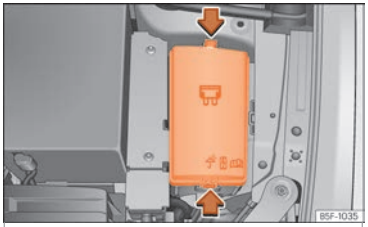

Fig. 104 Nel vano motore: coperchio della scatola dei fusibili.
- Premere le linguette di blocco per sbloccare il coperchio della scatola dei fusibili ››› fig. 104.